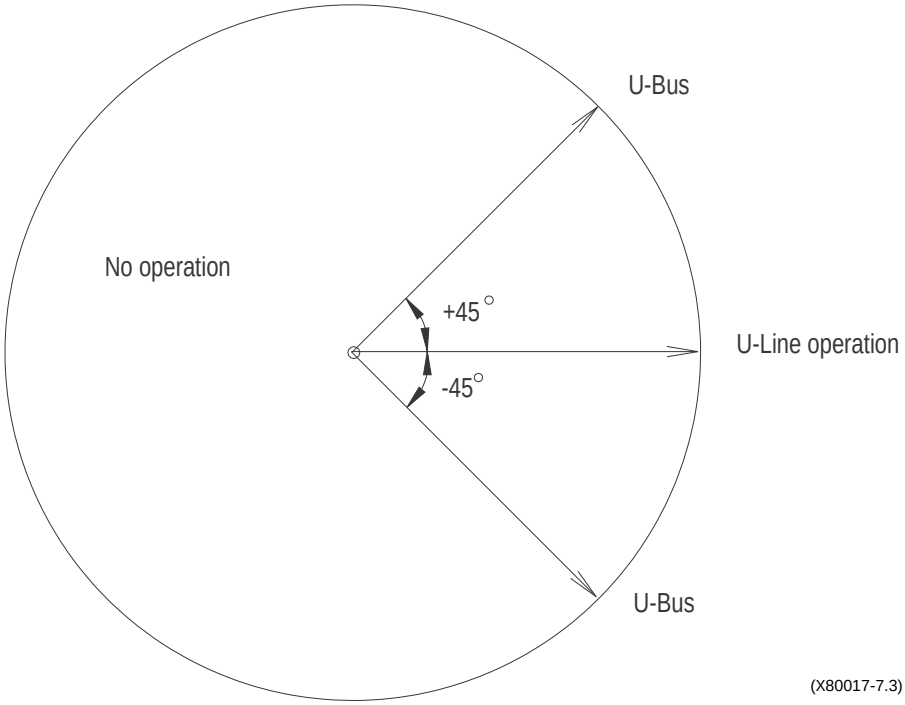

Fig. 8 Test of phase difference.
2.3 The test can be repeated with other “PhaseDiff” values in order to verify that the function operates for values lower than the set one. By changing the phase angle on U1 connected to U-Bus, between 45° it can be checked that output “SYNC-CHECKOK” is activated for a PhaseDiff lower than 45°. It should not operate for other values. Ref. to Fig. 8.